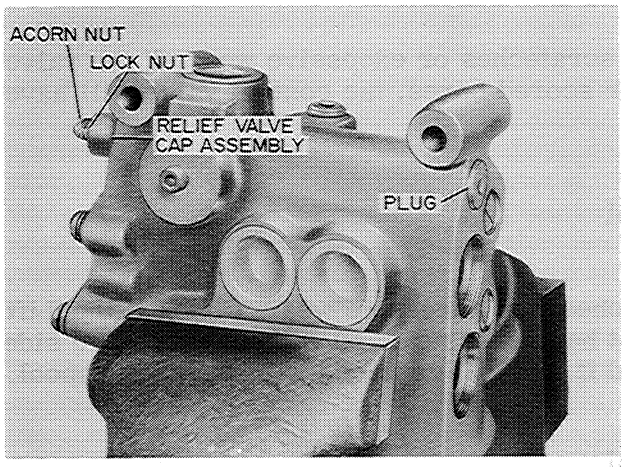

Figure D-22
1. Remove the acorn nut and loosen the lock nut, Figure D-22. Turn the adjusting screw out to relieve the spring tension. Now remove the relief valve cap assembly, valve seat, plunger and spring. Also remove the plug from the other end, Figure D-22.